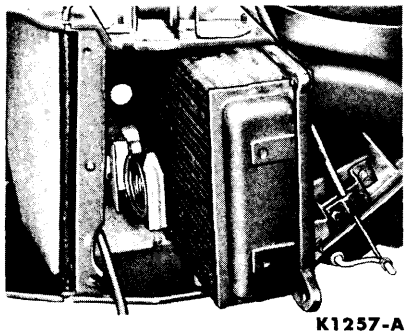

FIG. 22—Heater Core Removal
4. Remove the heater core retaining screws and remove the heater core (Fig. 22).